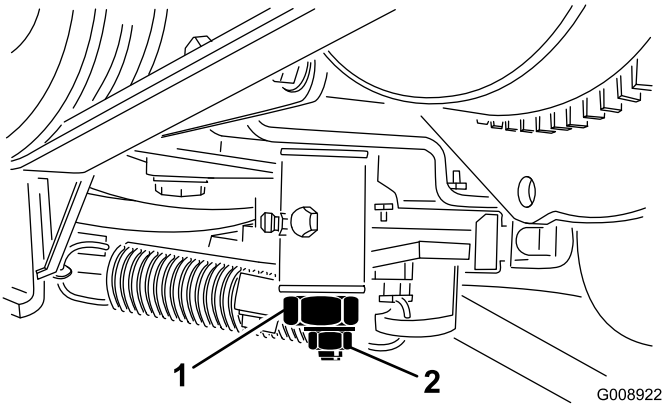

Figuur 65
3. Draai de borgmoer op de afstelnok van de tractie los (Figuur 65).